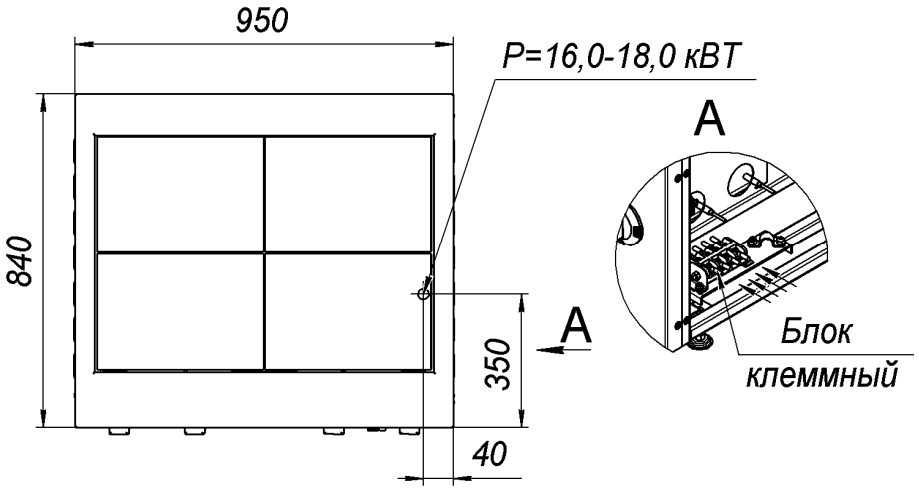

Рис.5
Рекомендуем, подвод электропитания к плите производить, скрытой в полу, трубной разводкой. Диаметр трубы – не мене 1/2" (Ø=22мм), (см. рис.5). Электропровода, заводимые в плиту, до блока клеммного, должны иметь термоустойчивую изоляцию, с температурой длительной эксплуатации не менее 150^{0}С.
6.8 Подвод электропитания к плите произвести через автоматический выключатель типа АЕ, АП или аналогичный. Блок клеммный, для подключения плиты к электросети, расположен за правой облицовочной панелью шкафа (см. рис.5).